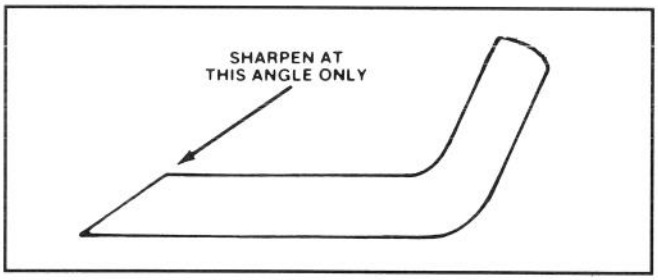

Figure 26
6. SHARPENING BLADE—Using a file, sharpen top side of blade (side facing top of mower housing) and maintain original cutting angle (Fig. 26). The blade remains balanced if the same amount of material is removed from both cutting edges.